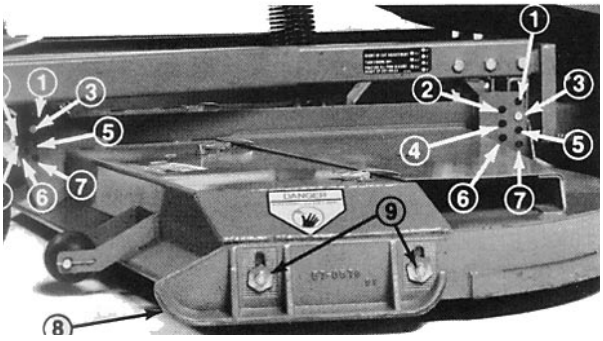

Fig. 1
2. Justér gliderne ved å løsne flensmutrene, stille inn gliderne som ønsket og trekke til mutrene (fig. 1).